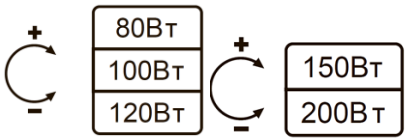

Рисунок 6. Регулировка мощности светильника.
5.6. На корпусе отсека блока питания находится регулятор и переключатель мощности (см. рисунок 6). Для переключения мощности светильника переведите переключатель в нужное положение. Для более плавной подстройки мощности при помощи крестовой отвертки отрегулируйте потребляемую мощность светильника – контроллируйте потребляемую мощность светильника из сети измерителем мощности.